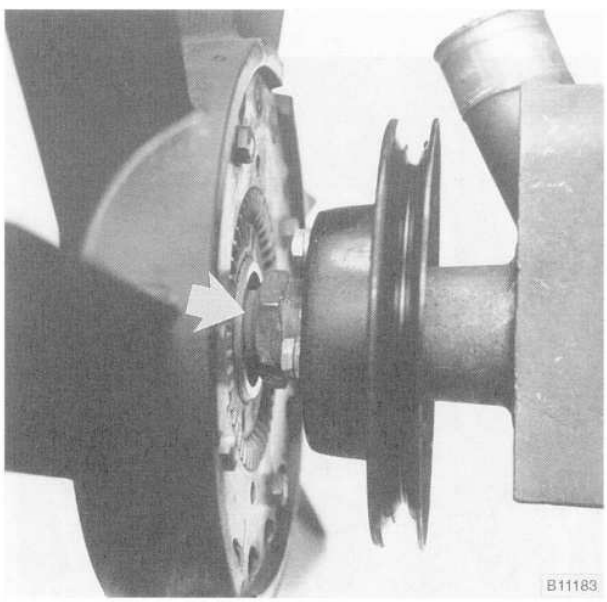

Fig. 20. Radiator cooling fan nut (**arrow**).
1. Place a 32 mm wrench on fan clutch nut. See Fig. 20. Strike wrench quickly in a clockwise direction (working from front of car) to loosen nut. Spin fan off pump.